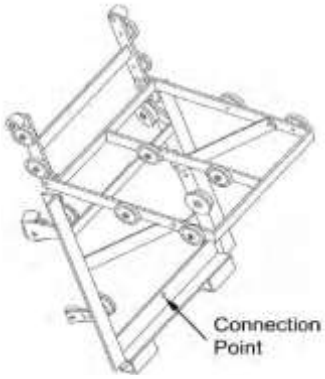

Figure 5 **Figure 5a**
1) Rigging the cable (See Figure 5 & 5a)